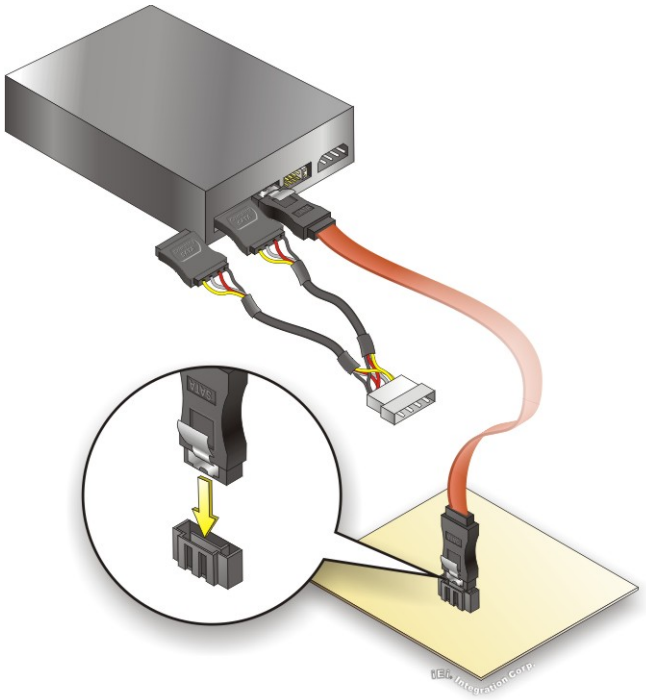

Figure 4-11: SATA Power Drive Connection
Step 3: **Connect the cable to the SATA disk**. Connect the connector on the other end of the cable to the connector at the back of the SATA drive. See **Figure 4-11**.
Step 4: **Connect the SATA power cable**. Connect the SATA power connector to the back of the SATA drive. See **Figure 4-11**.